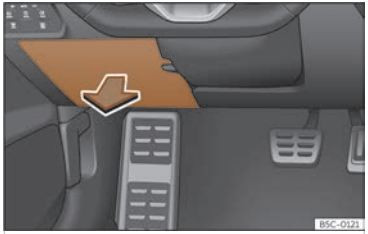

Fig. 223 On the dash panel on the driver side: fuse box cover.
- *Open:* fold the cover down ››› **Fig. 223**.